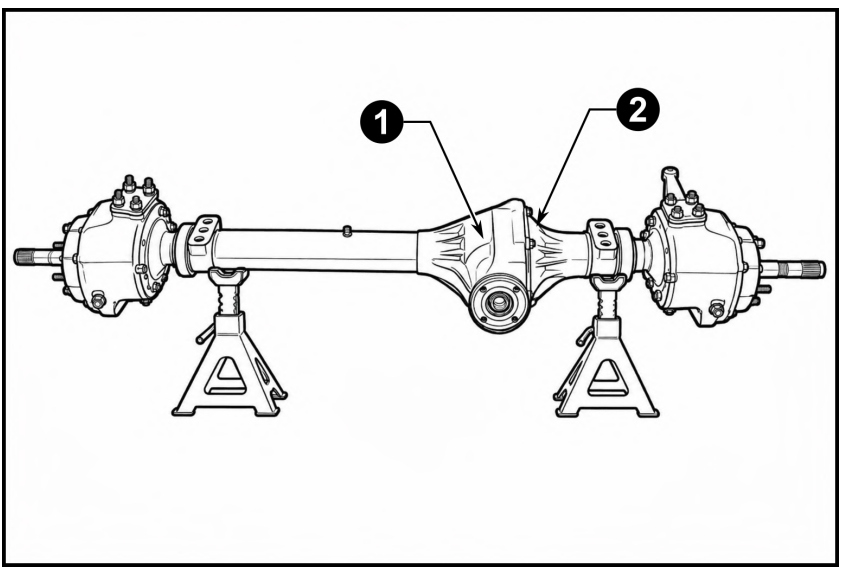

Рис. 1
1.2 Установите мост на устойчивый рабочий стенд или монтажные опоры, обеспечив свободный доступ к картеру моста. (**Рис. 1**)
1.7 Проведите дальнейший демонтаж компонентов моста чтобы разъеденить две его половины - картер (**1**) и крышку картера (**2**). (**Рис. 1**)